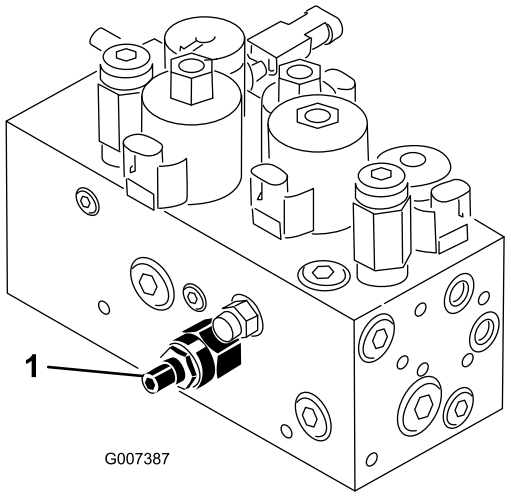

Figura 56
El circuito de elevación/bajada de la unidad de corte está equipado con una válvula de control de flujo (Figura 56). Está válvula viene ajustada de fábrica, con una abertura de aproximadamente 3 vueltas, pero es posible que sea necesario ajustarla para compensar diferencias en la temperatura del aceite hidráulico, velocidad de siega, etc. Si es necesario ajustarla, proceda de la manera siguiente:
1. Levante el asiento y localice la válvula de control de flujo del bastidor de tiro central (Figura 56), situada en el lateral del colector hidráulico.